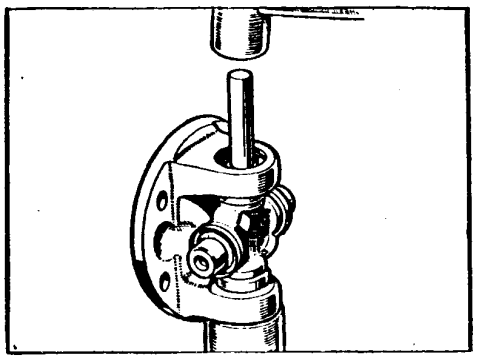

Fig. D-12 Desmontaje de la cruceta
1.8. Apoyar sobre un trozo corto de tubo de diámetro apropiado (ligeramente superior al de rodamiento), y desmontar los dos cojinetes restantes con un bastidor de - latón (Fig. D-12